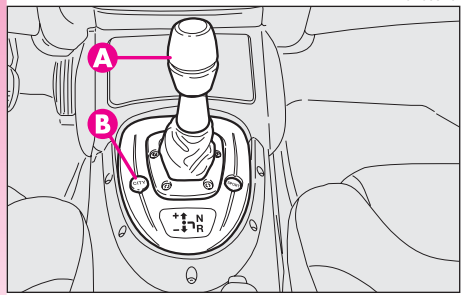
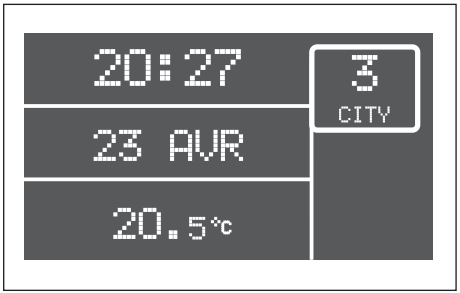

fig. 117
fig. 119
L'embrayage des rapports se produit par le levier de commande (**A-fig. 117**) du type flottant ayant une "seule position centrale stable". En agissant sur le levier on peut demander l'augmentation/diminution du rapport engagé et/ou l'engagement de la marche arrière (**R**) ou du point mort (**N**).
– la seconde de type automatique, appelée **CITY** (lorsque cette modalité est sélectionnée à l'aide du bouton **B-fig. 117**, l'inscription **CITY** apparaît sur l'affichage **fig. 119**). Selon cette modalité, le système décide directement le moment de changer de vitesse.
L'indication de la vitesse engagée (**fig. 119**) est toujours fournie sur l'affichage indépendemment de la modalité sélectionnée.
En tournant la clé de contact en position **MAR**, tous les segments de l'affichage vitesses (**fig. 119**), le témoin d'avarie de la BV (**fig. 120**) et l'inscription **CITY** s'allument. Après environ une seconde, l'affichage visualise la vitesse engagée (**N**, **1**, **2**, **3**, **4**, **5**, **R**).